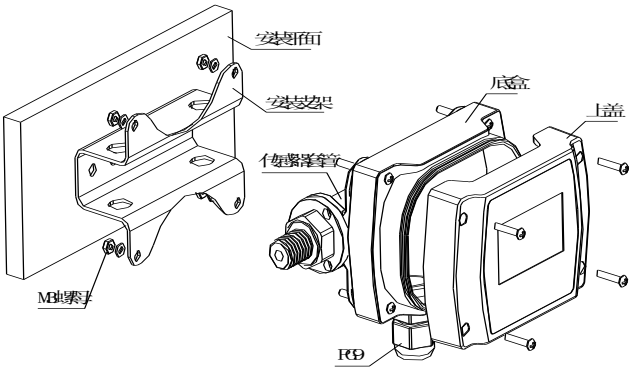

图 1
1. 安装支架(需单独订购)辅助安装方式：如图 1，此安装方式为平面安装。打开上盖，取配件中更长的 4 粒 M3 螺杆，换上底盒与传感器套管固定的四粒螺杆，拧紧螺杆待用。把安装支架牢固安装在合适的平面位置，用配件中的 4 粒 M3 螺母配合垫片把变送器装配在安装支架上。